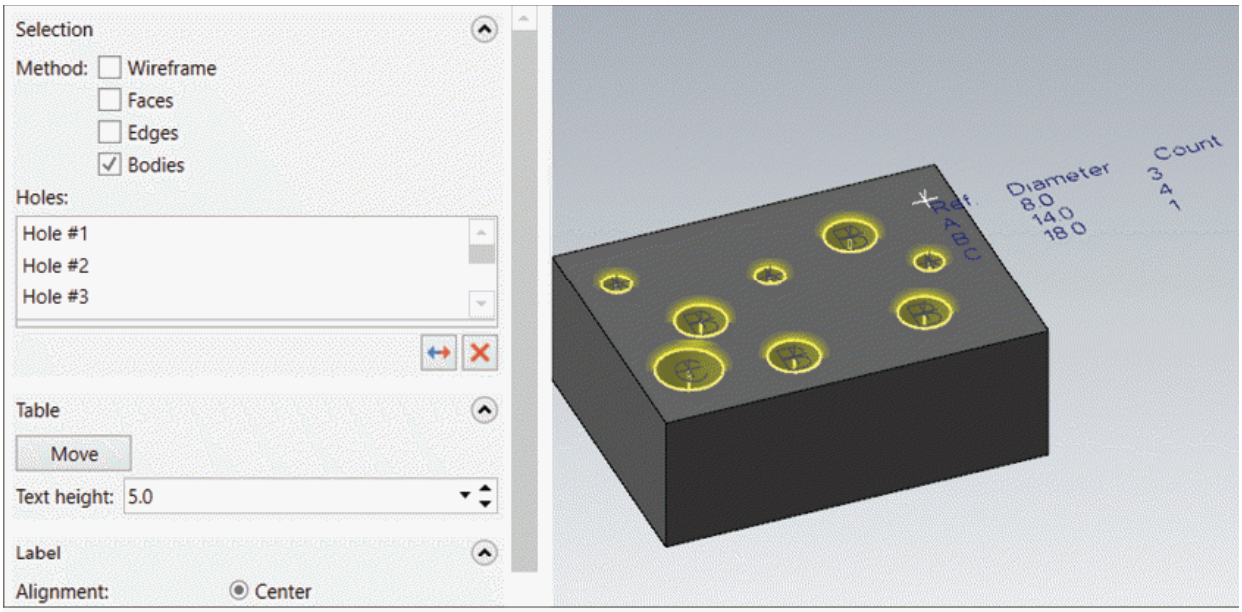

Figure-27. Hole table generated
- Select the face, edge, wireframe, or body. A table of holes will be generated; refer to Figure-27.